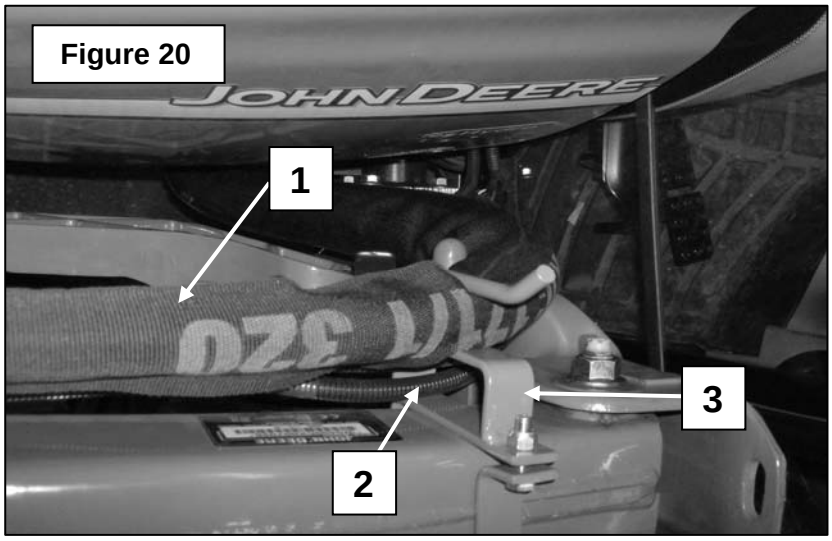

Figure 20
7. **Figure 20:** Run the rotary broom wiring harness along the same course as the hydraulic hoses previously installed (item 1) and insert the harness (item 2) in the rear support of the front loader (item 3).